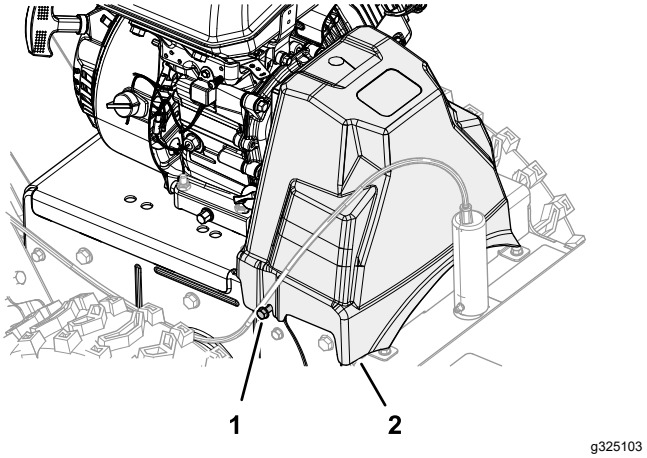

Figur 42
1. Løsn de 2 flangehovedskruer, der fastgør remskærmen til maskinen (Figur 42).